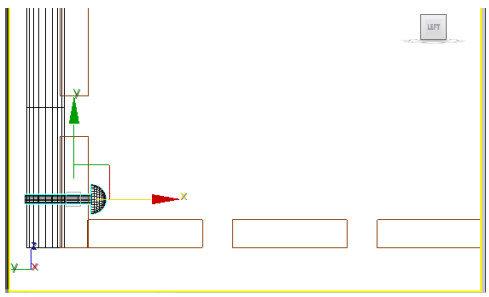

Figure 2-79 *The rivet001 group in the Left viewport*
13. Choose the **Zoom Extents All** tool and move *rivet001* in the Left viewport to visualize it properly, as shown in Figure 2-79.